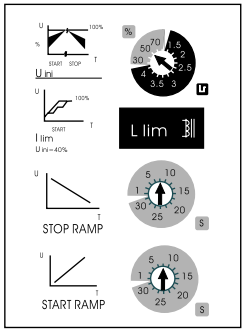

图4.1
5.5KW~75KW电压上升，为1~30秒，90KW~500KW 1~60秒(见图4.1)